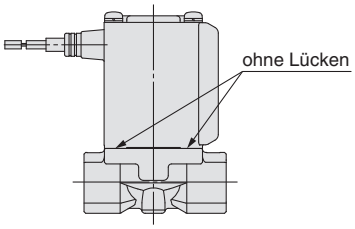
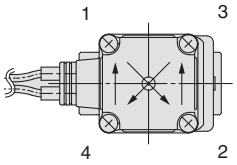

Abb.1
Abb.2
3) Drücken Sie die Spuleneinheit gegen das Gehäuse und ziehen Sie die Schrauben diagonal um min. 2 Umdrehungen fest (Abb. 2), so dass keine Lücken zwischen der Spule und dem Gehäuse vorhanden sind (Abb. 1).
∗ Nach dem Festziehen der Schrauben sicherstellen, dass zwischen Spule und Gehäuse keine Lücken vorhanden sind (Abb. 1).